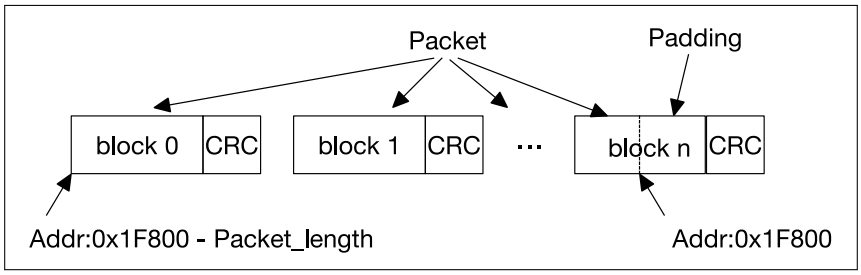

图 34-8. 主机向从机发送递增地址包的数据流
- 对于递增地址包，从机判断有效数据是由地址决定的，当数据地址大于等于 0x1F800 后会被判定为无效数据从而丢弃。因此，主机应将 CMD53 起始地址字段设为 0x1F800 –Packet_length（Packet_length 的单位是字节）。递增地址包在 SDIO 总线上的数据流如图 34-8 所示。